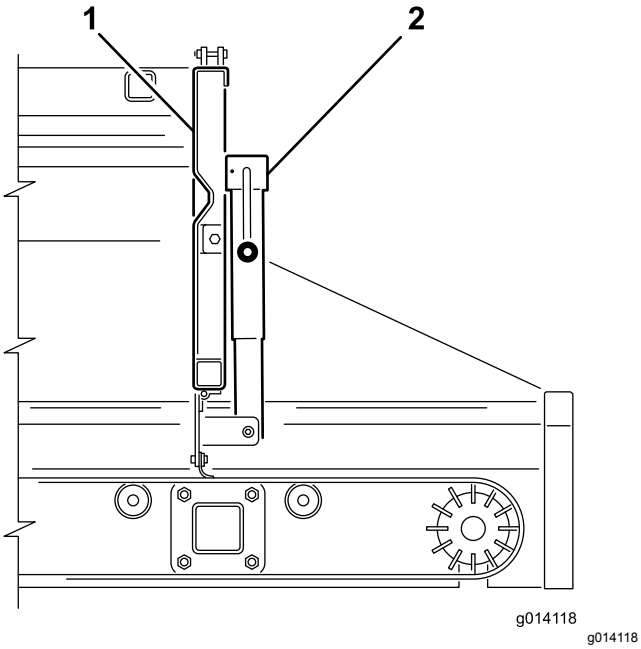
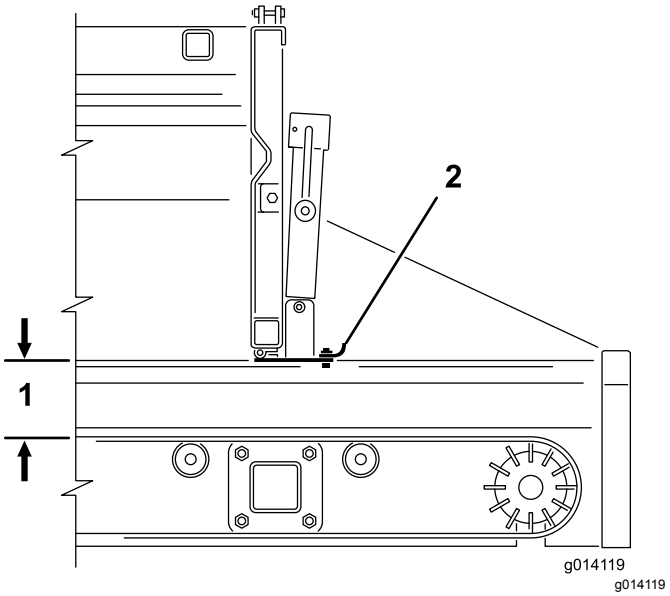

Figur 38
Figur 39
2. Använd vevhandtaget för att öppna eller stänga den justerbara delen av baklämmen (Figur 38 och Figur 39) för att justera materialflödet när du använder redskap.